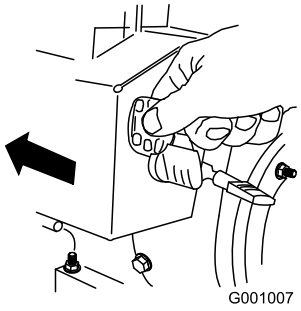

Figur 27
5. Sett inn tenningsnøkkelen (Figur 27).